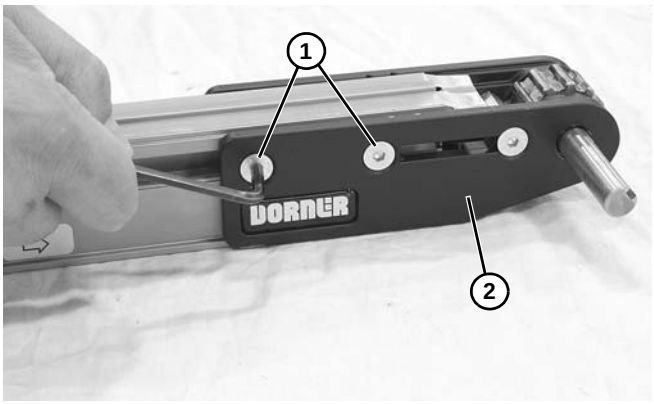

Figure 62
2. Desserrer les deux vis **(Figure 62, élément 1)** des deux côtés du convoyeur. Retirer l'unité d'entraînement d'extrémité **(Figure 62, élément 2)** du convoyeur.